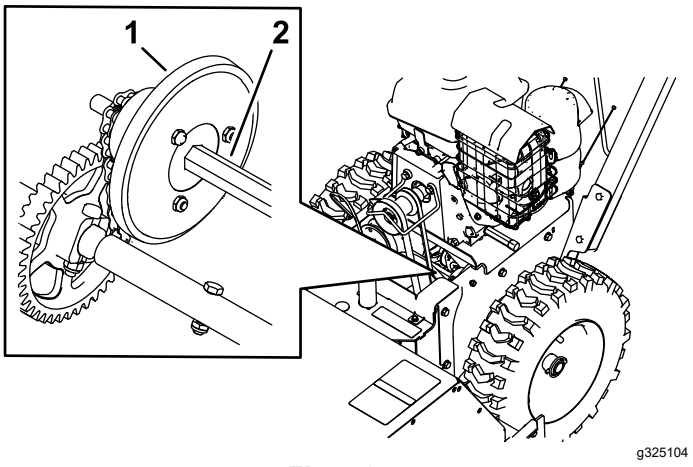

Figur 24
4. Dyp en lang, ren pensel med en lille spids i bilolie, og smør sekskantakslen let (Figur 24).
Vigtigt: **Spild ikke olie på gummihjulet eller friktionsdrevpladen af aluminium, da traktionsdrevet i så fald vil spinde (Figur 24).**